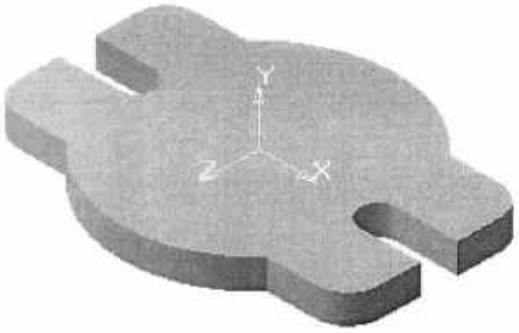

Рис. 35
10. На панели инструментов ***Вид*** нажмите кнопки ***Полутоновое*** и ***Полутоновое с каркасом***. Деталь примет вид, как на рис. 35.